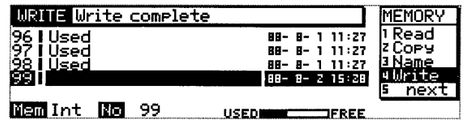

Fig.18
4. FUNC 4 キーを押して Write を呼び出し，ENTER キーを押してメモリーにデータを書き込む。(Fig.18)